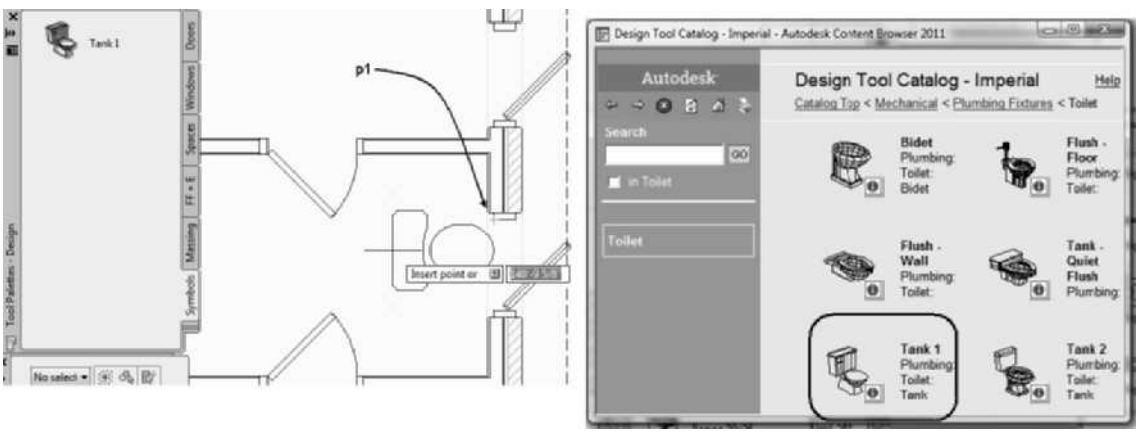

FIGURE 10.38 *Default rotation of the symbol when placing Tank 1*
8. Select the Home tab. Choose Content Browser from the Tools flyout menu in the Build panel. Open **Design Tool Catalog—Imperial [Design Tool Catalog—Metric]** and expand the **Mechanical > Plumbing Fixtures\Toilet [Bathroom > Toilet]** folder as shown in Figure 10.38.
10. Click the **Tank 1 [3D Toilet – Modern A]** tool and move the cursor to the drawing area to determine the default symbol rotation as shown in Figure 10.38.
12. Move the cursor over the workspace and select point **p1** at the edge of the window shown in Figure 10.38 using the **Endpoint** object snap mode to locate the toilet. Press ESC to end insertion.